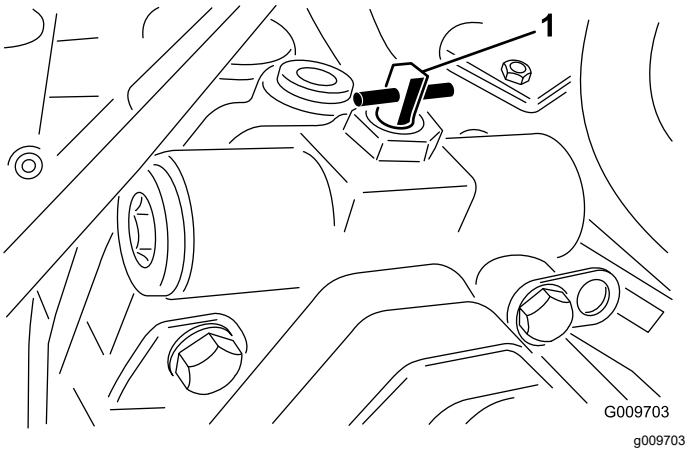

**Figur 41**
3. Drej omløbsventilen 90 ° (¼ omdrejning) i den ene eller den anden retning for at åbne den og lade væske løbe om internt (Figur 41).
2. Drej omløbsventilen 90 ° (1/4 omdrejning) i den ene eller den anden retning for at åbne den og lade væske løbe om internt (Figur 41).